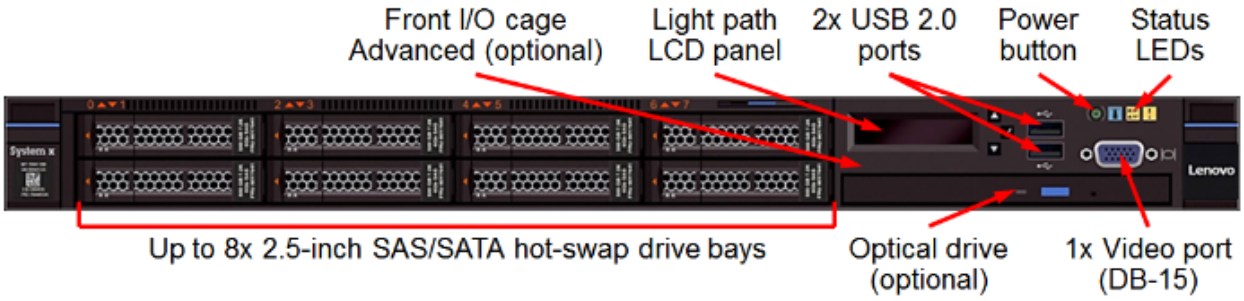

**Figure 3: x3550 M5 with up to eight 2.5-inch drive bays and the front I/O cage advanced front view**
**Figure 3** shows the front of the System x3550 M5 server with up to eight 2.5-inch drive bays and the front I/O cage advanced (optional).